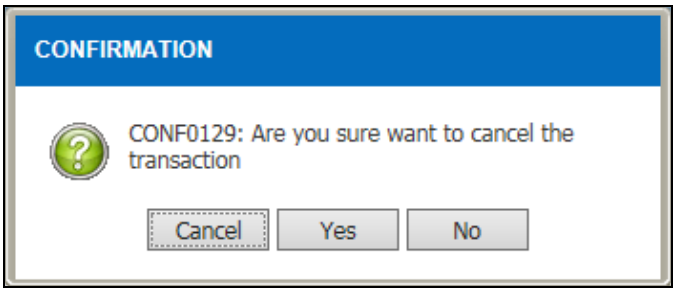

Figure 3.2-28 Confirmation Message
c) Click on the Cancel Request button to cancel the record and confirmation message will be display as Figure 3.2-28